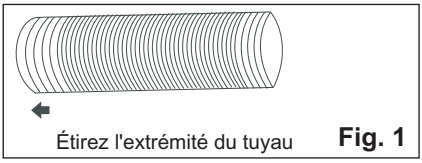
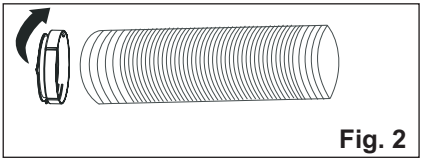

Fig. 1
Fig. 2
1. Étirez l'un des côtés du tuyau (Fig. 1) et vissez le tuyau à l'adaptateur A (Fig. 2).